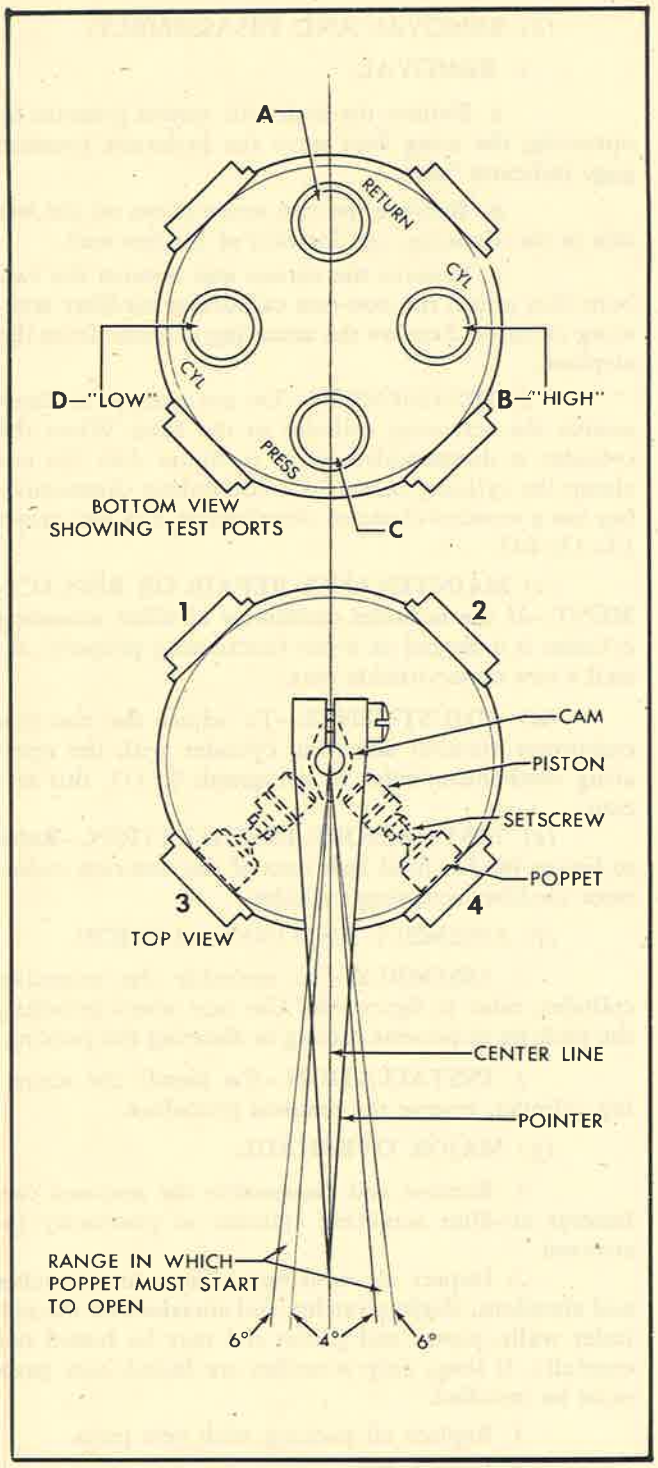

Figure 440B—Test Ports and Adjustment of Bendix 403656 Control Valve
(e) ADJUSTMENT.—After reassembly the Bendix valve must be adjusted so that the poppets will have the correct lift when open. This is determined by the number of degrees each side of the neutral position that the cam must be turned before the poppets begin to open. The neutral position is an approximate center line intersecting the pressure and return ports. (See figure 440B). The poppets must start to open when the cam is turned not less than four degrees nor more than six degrees each side of this center line. During all of the following adjustment steps, refer to figure 440B.
2. Remove the caps, springs, and poppets of the two valve recesses 1 and 2, figure 440B.
3. Rotate the pointer to the left of the center line, so that the cam gently touches the piston of poppet 3, figure 440B.
4. If the cam does not touch the piston under 3, figure 440B, within six degrees to the left of the center line, the set screw 5, figure 440B, must be *lengthened.*
5. If the cam touches the piston under 3 in less than four degrees to the left of the center line, the set screw 5, figure 440B, must be shortened.
6. Repeat steps 3, 4, and 5, immediately preceding, for the adjustment of the valve under cap 4, figure 440B, except push the pointer to the *right* of the center line.
(a) DESCRIPTION.—The hydraulic cylinder that actuates the blower clutch selector valve is located on the left-hand side of the intermediate rear crankcase of each engine. (See figure 213C.) When the blower control valve is moved to the "HIGH" position, the cylinder extends, forcing the engine blower clutch selector valve up and into the "HIGH" ratio position. The "LOW" position of the blower control valve causes the cylinder to retract, thus throwing the engine blower clutch selector valve into the "LOW" ratio position. Figure 440B shows a cutaway view of the blower control cylinder. This is identical with the non-ram carburetor air filter actuating cylinder assembly shown in figure 440, with the exception of a sleeve (4, figure 440B) which limits the travel of the piston to 11/16 inch.
2. DISASSEMBLY.—It is not recommended that the cylinder be disassembled in the field. If it becomes necessary to do so, however, refer to figure 440B and to 13.*b.*(3)(*b*) this section, preceding.
(d) ASSEMBLY AND TESTING.—Refer to figure 440B and 13.*b.*(3)(*f*) this section, preceding. Refer also to figure 440 for the fluid leak tests of the blower control actuating cylinder before installation.